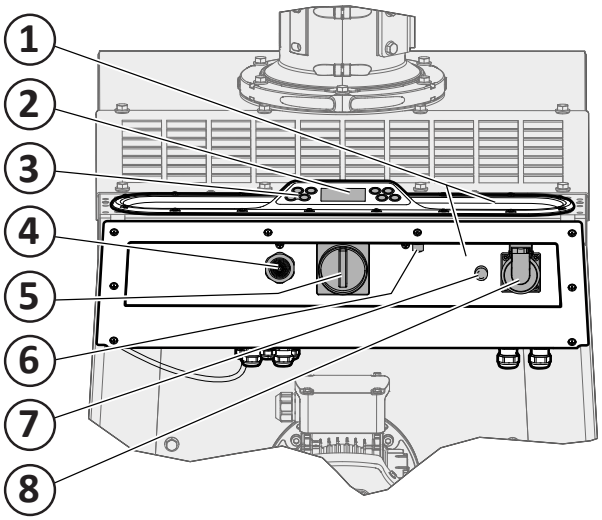
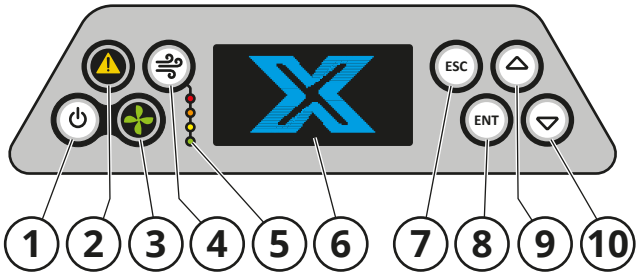

Fig. 16
Fig. 17
Voir la **Fig. 16.**
Le panneau de commande (**Fig. 16**) comporte une console de commande, un interrupteur, un raccord pour sonde pince et une prise de 230 VCA avec fusible automatique. Le panneau de commande sert également de poignée pour le déplacement et de surface de déchargement.
Le besoin de nettoyage du filtre est signalé par l'alarme sonore (4), le voyant d'avertissement clignotant (2, **Fig. 17**), ainsi que par l'extinction du voyant de fonctionnement normal (3) sur la console de commande. Lorsque la chute de pression atteint 1600 Pa, l'alarme sonore émet un signal indiquant que la cartouche de filtre doit être nettoyée. Si l'alarme est ignorée et le nettoyage du filtre n'est pas effectué, le débit d'air risque de tomber en dessous du débit min. (~600 m^3/h).
Voir la **Fig. 17**.
Lorsque la machine est mise sous tension avec l'interrupteur (5, **Fig. 16**), l'écran s'allume (6, **Fig. 17**). Lorsque l'écran affiche RÉGLAGES et ENTRETIEN, la console de commande est prête à l'utilisation. Le ventilateur est démarré/arrêté avec le bouton de démarrage/arrêt du ventilateur (1) et le fonctionnement est indiqué par du indicateur de fonctionnement (3). Si le débit d'air est trop faible, le Indicateur de fonctionnement s'éteint, l'indicateur d'avertissement (2) clignote et l'alarme sonore se déclenche.
Démarage Auto. Réglage permettant, lorsqu'un outil (par exemple une meuleuse d'angle) est connecté à la prise de 230 V (pos. 8, **Fig. 16**), de démarrer et d'arrêter le moteur du ventilateur. La sélection s'effectue à l'aide du bouton de navigation.
Si l'option **Nettoyage AUTO ON** est sélectionnée dans le menu des réglages, le filtre est automatiquement nettoyé pendant le fonctionnement. Le nettoyage automatique du filtre est effectué entre des chutes de pression préréglées. Les témoins lumineux de l'état du filtre sur la console de commande (**Fig. 17**, pos. 5) montrent le degré d'encrassement de l'agent filtrant. Un nettoyage hors ligne est également effectué 20 minutes après l'arrêt du moteur du ventilateur. Lorsque la cartouche de filtre est saturée et le débit d'air trop faible, l'alarme sonore et le témoin lumineux (2) envoient des signaux.